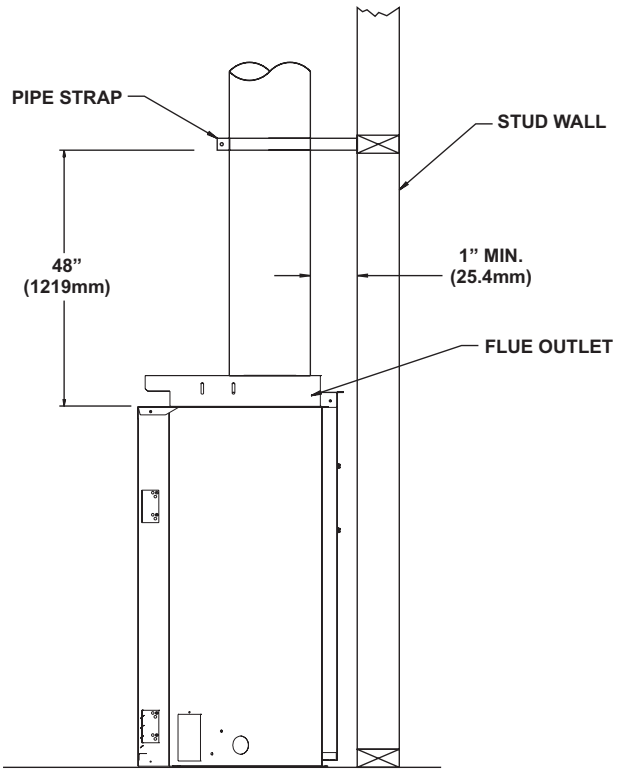

**Figure 49**
**Installing Support Brackets (Figure 49)**